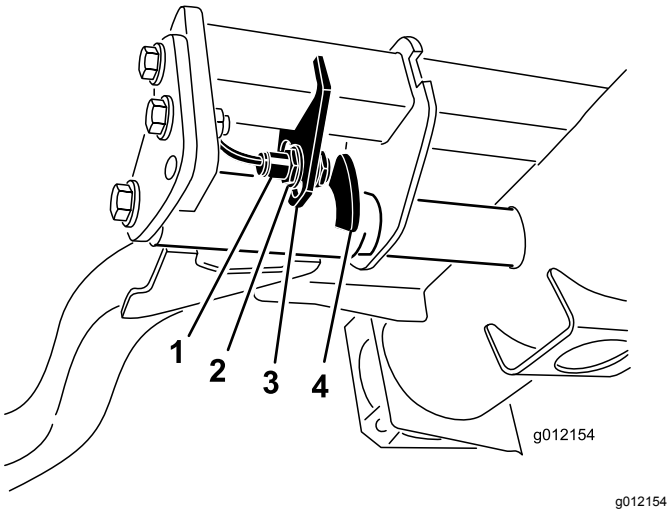

Figur 32
2. Løftearmskontakten er placeret under hydrauliktanken bag løftearmen forrest til højre (Figur 32).
3. Løsn kontaktens monteringsskruer, og flyt kontakten ned for at forøge løftearmens drejehøjde, eller flyt kontakten op for at mindske løftearmens drejehøjde (Figur 32).